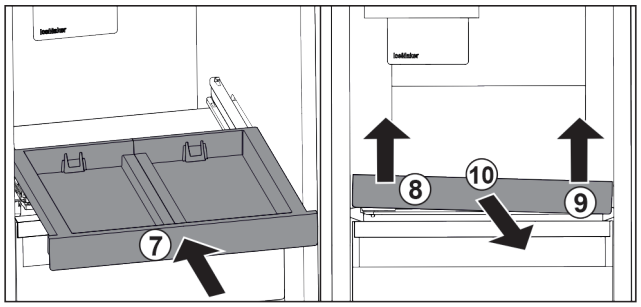

Fig. 120
- ▶ Auszugsbord einschieben. *Fig. 120 (7)*
- ▶ Auszugsbord vorne links anheben. *Fig. 120 (8)*
- ▶ Auszugsbord vorne rechts anheben. *Fig. 120 (9)*
- ▶ Auszugsbord nach vorne entnehmen. *Fig. 120 (10)*